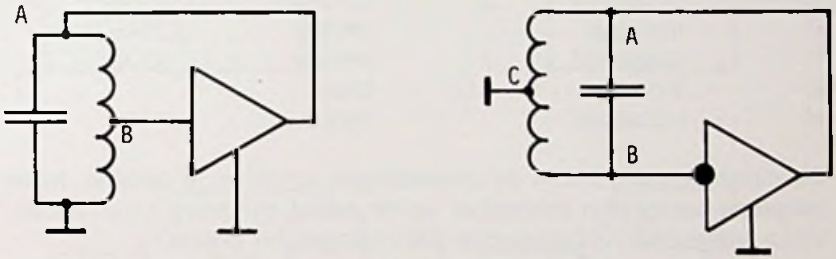

Afb. 3.2.2: Dempingscompensatie van een trillingskring.
a) De versterker draait de fase niet, of over 360 graden. Dat is bijvoorbeeld het geval bij een tweetraps transistorversterker, voor zover althans de transistoren door hun inwendige capaciteiten geen faseafwijkingen veroorzaken. In afb. 3.2.2 is punt B, links, op de ingang van de versterker aangesloten. Vanaf de uitgang loopt een terugkoppelverbinding naar punt A. De wisselspanningen op de punten A en B hebben ten opzichte van massa dezelfde fase. De keus van
b) De versterker vertoont een faseverschuiving van 180 graden, zoals dat in een eentraps transistorversterker het geval is. Op de beide punten A en B (rechts in afb. 3.2.2) moeten derhalve de wisselspanningen ten opzichte van massa in tegenfase zijn. Dit kunnen we bereiken door een aftakking (punt C) aan massa te leggen. Dit soort oscillatoren wordt doorgaans aangeduid met driepuntsoscillator.